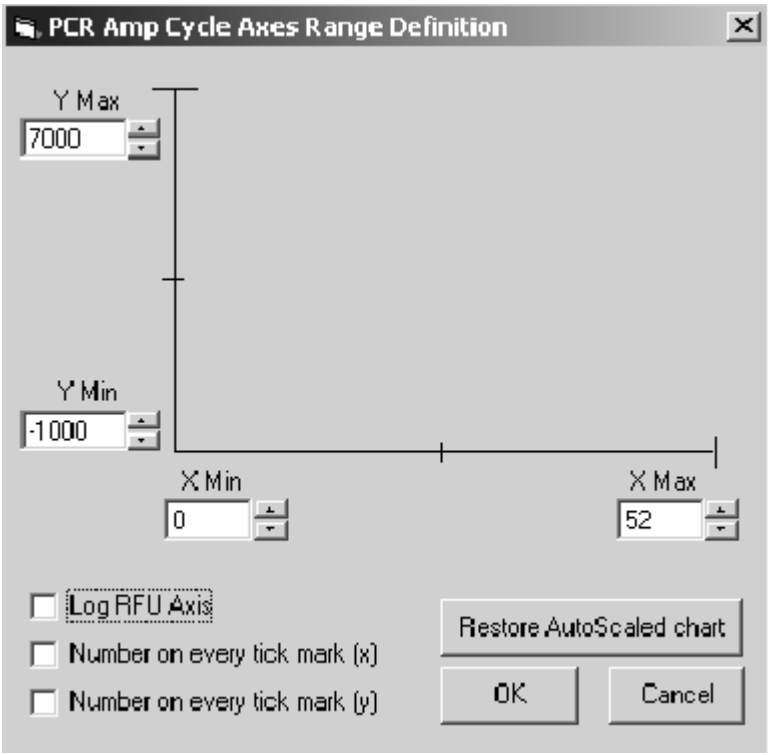

Рис.7-16. Корректировка графика.
E. Корректировка графика (ADJUST GRAPH). При выборе этой функции из контекстного меню Вы можете изменить масштаб графика и перевести его из линейного представления в логарифмическое и наоборот. Вид нового окна показан на рис. 7-16.